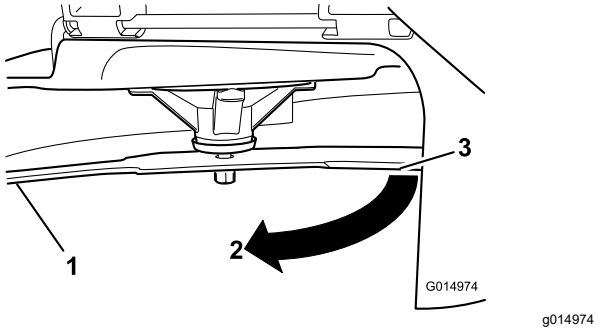

Figure 59
3. Distance mesurée entre la lame et la surface (A)
4. Tournez la même lame de 180 degrés pour amener l'autre tranchant à la même position (Figure 59).